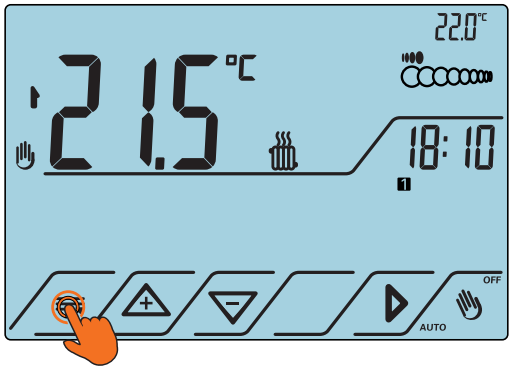

Fig. 9
2. Premere il tasto ≡ per accedere al menu; l'ora e i minuti inizieranno a lampeggiare (Fig.9).